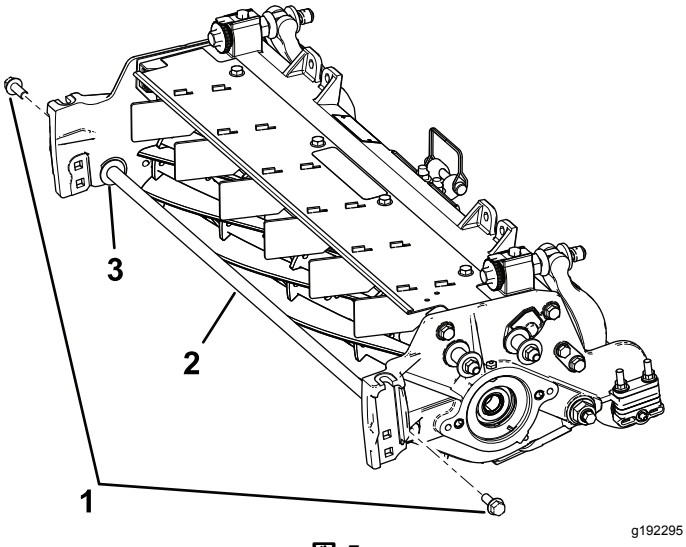

図 5
9. サポートロッドを固定しているフランジヘッドボルト2本とワッシャを外して、サポートロッドを外す 図 5。